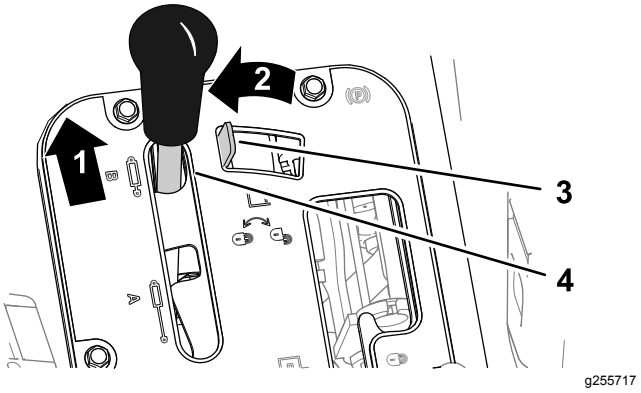
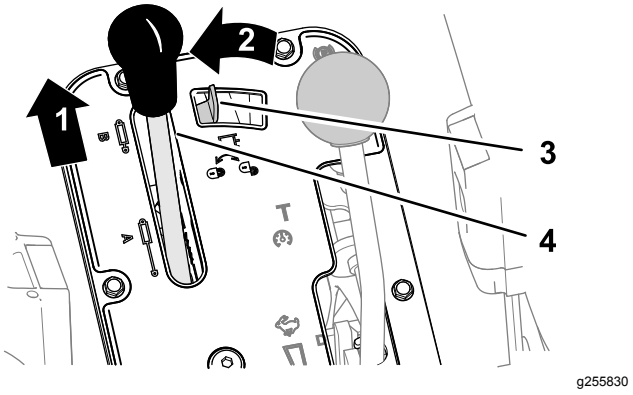

Figur 83
Figur 84
1. Skub det hydrauliske løftegreb frem (Figur 83 eller Figur 84).
2. Flyt låsen til det hydrauliske løftegreb til venstre for at aktivere låsen (Figur 83 eller Figur 84).